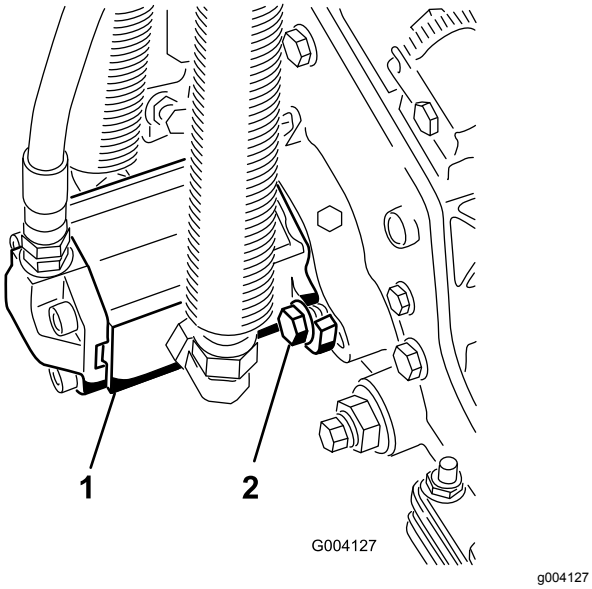

**Figur 13**
16. Installer motoren ved å rotere den med klokken slik at motorflensene går klar av skruene (Figur 13).